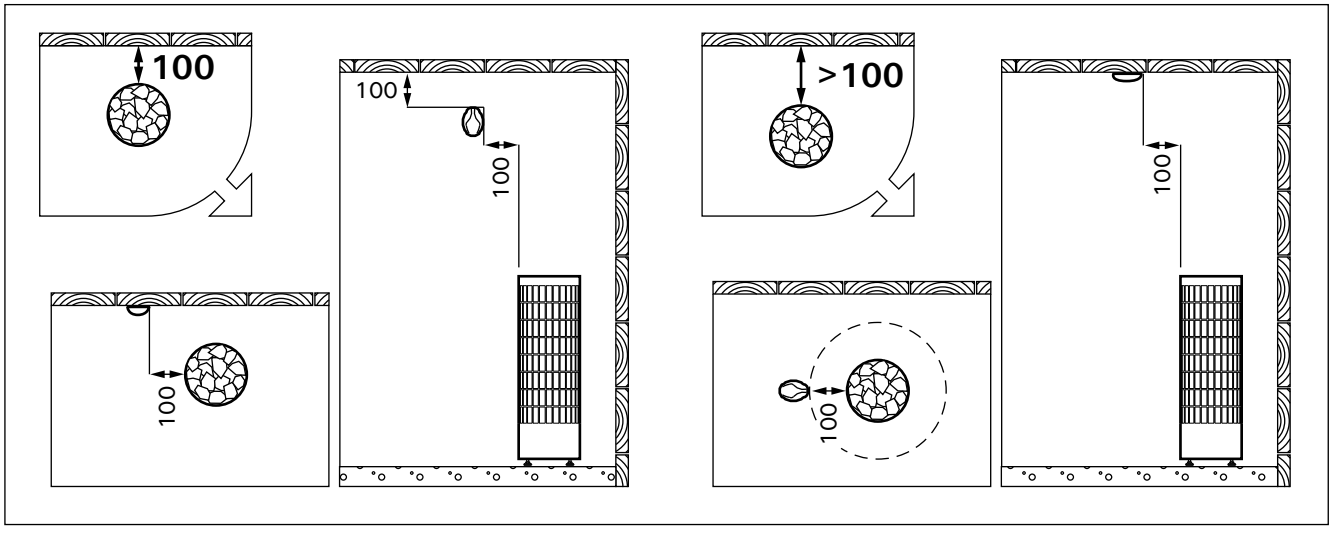

Рисунок 8. Установка датчиков (PC-E) (все размеры приведены в миллиметрах)
- Установите датчик (WX248) на стену сауны, как показано на рис. 8. При установке каменки от стены далее, чем 100 мм, датчик должен быть установлен на потолке.